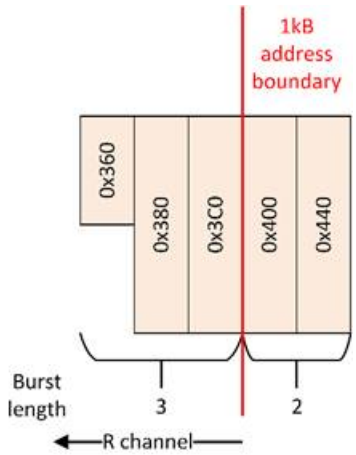

Figure 8.27: Memory Read Request split – split on 1kB address boundary
- Crossing 1kB address boundary, if enabled. See *Figure 8.27*.